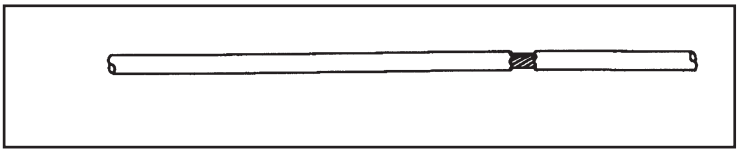

Figure 1
- Une déchirure ou une fissure dans la gaine du câble exposent le câble. Voir la figure 1.